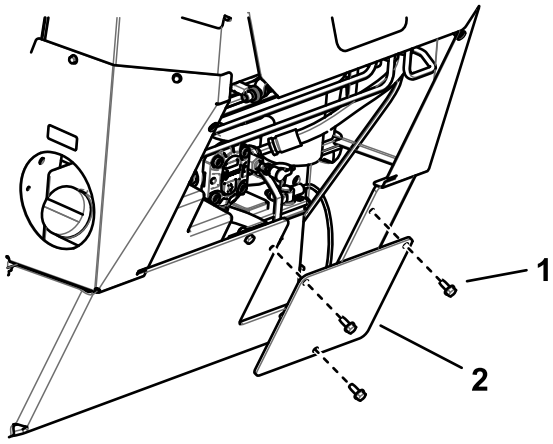

Figur 37
5. Montera batteriets åtkomstpanel (Figur 37).